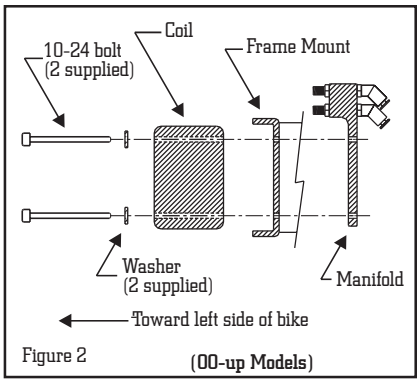

Figure 2 **(00-up Models)**
- 2000 and up—the manifold comes with 10-24 bolts (longer and slightly smaller than stock) which go through the coil, then the threaded frame mount, then thread into the manifold itself (see figure 2).